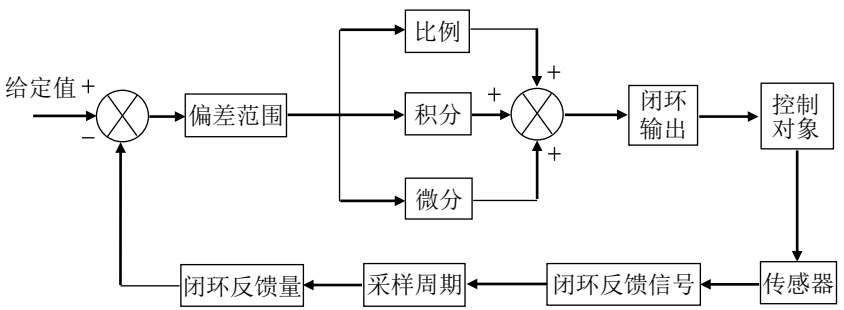

图 6-35 单一 PID 运行
- 当 FA-00=0 时，为单一 PID 运行，如图 6-35 所示：